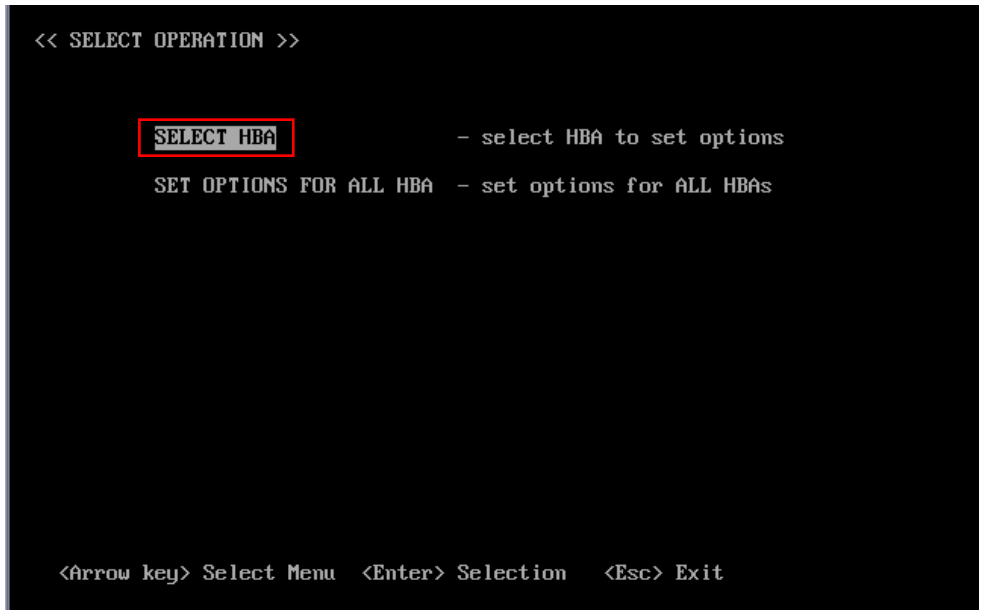

Figure B.5.1.2-1 SELECT OPERATION Window
(3) Select "SELECT HBA" in Figure B.5.1.2-1, and then press [Enter] key.